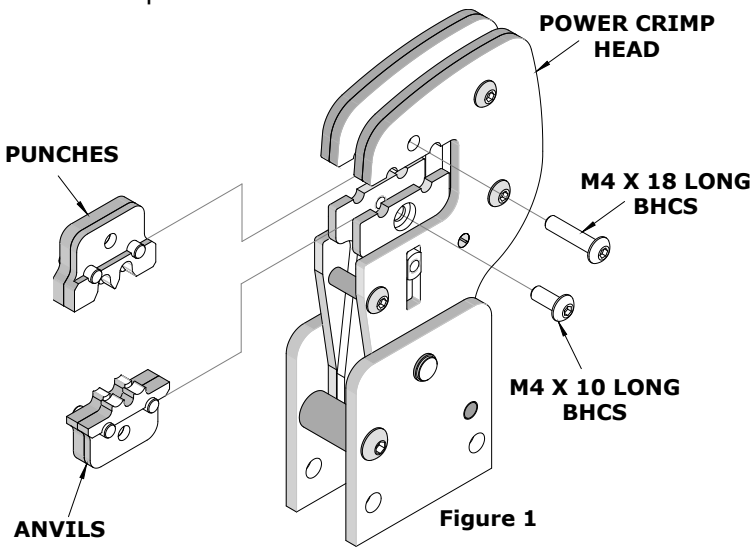

Figure 1
2. Insert the punches into the top slots of the nest. Install the M4 x 18 long BHCS and tighten in place. See Figure 1.